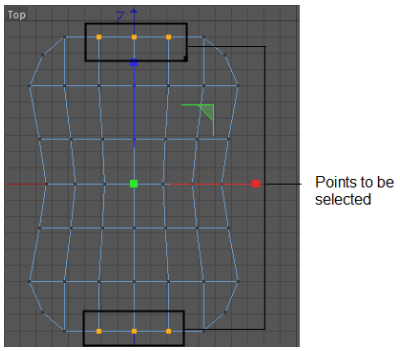
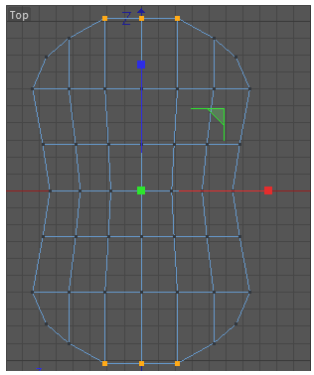

Figure 3-20 *The selected points of Computer mouse*
Figure 3-21 *Scaling the selected points of Computer mouse*
13. Press and hold the 9 key and select the top and bottom points of *Computer mouse* by using the SHIFT key, as shown in Figure 3-20. Next, release the 9 and SHIFT keys. Now, scale the selected points along the Z-axis, as shown in Figure 3-21.